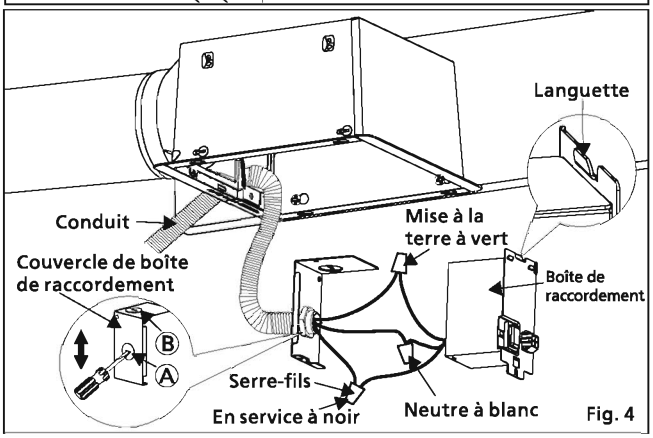

Fig. 4
6. Retirez le couvercle de la boîte de raccordement et fixez le conduit ou collier de serrage au trou à perforer du couvercle de boîte de raccordement. (Ⓐ ou Ⓑ). (Voir Fig. 4)
- Avant de fixer la vis I (ST4,2X8), assurez-vous que la languette de la boîte de raccordement est fixée au boîtier du ventilateur correctement. (Voir Fig.4 de la page 5)